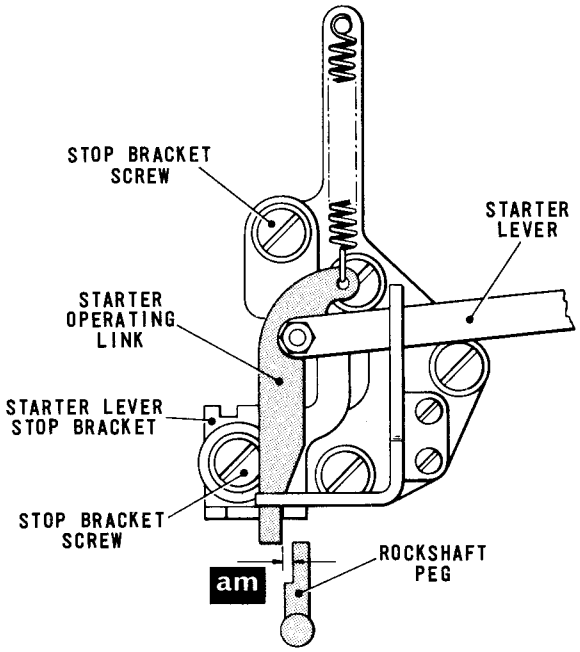
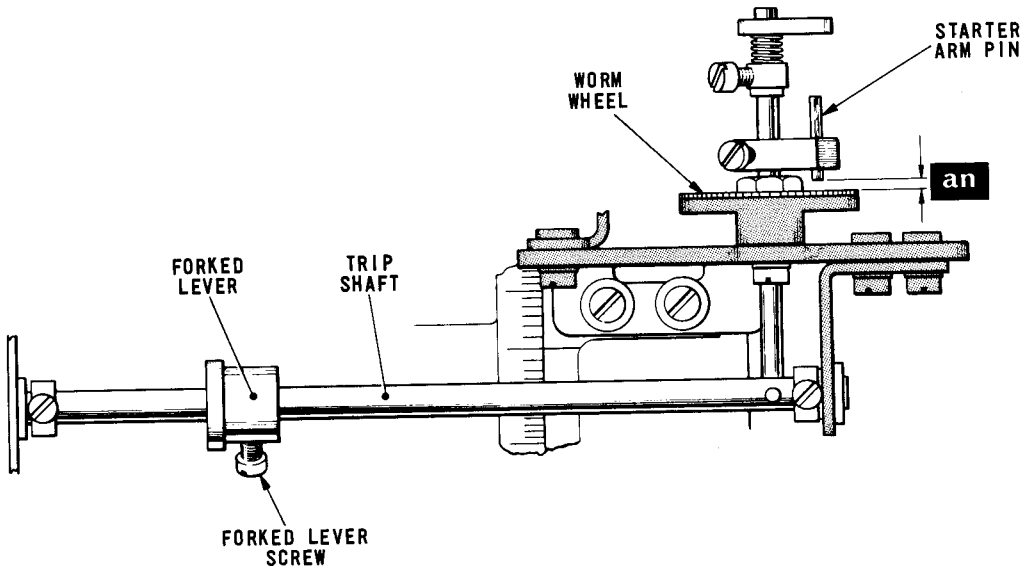

Fig. 4.31 STARTER TRIP FROM ELECTROMAGNET
Fig. 4.32 STARTER TRIP SHAFT LINKAGE
37.1 Disengage the starter arm pin, Fig.4.32, from the worm wheel. Depress the starter arm as far as it will go so that the starter lever, Fig.4.31, moves fully down. Holding the arm in this position, and with the electromagnet armature against the marking stop, check that there is a maximum clearance of .006 in. (dimension 'am') between the rockshaft peg and the starter operating link.
check that there is now a clearance of .005 - .010 in. (dimension 'an') between the starter arm pin, Fig.4.32, and the worm wheel.